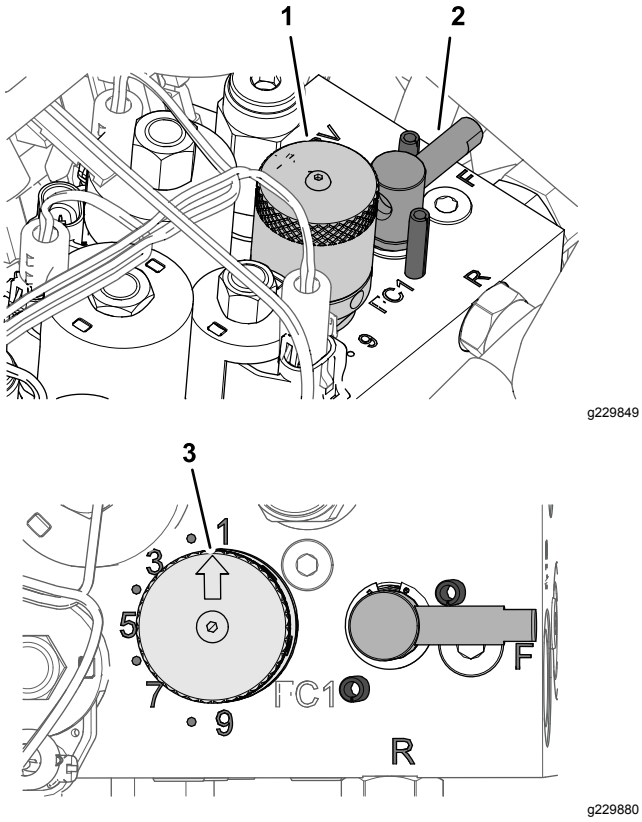

Figur 53
5. Juster spolehastigheten ved å vri knotten på spolehastighetskontrollen (Figur 53) til indikatorpilene er i linje med tallet du fastslo i trinn 3.